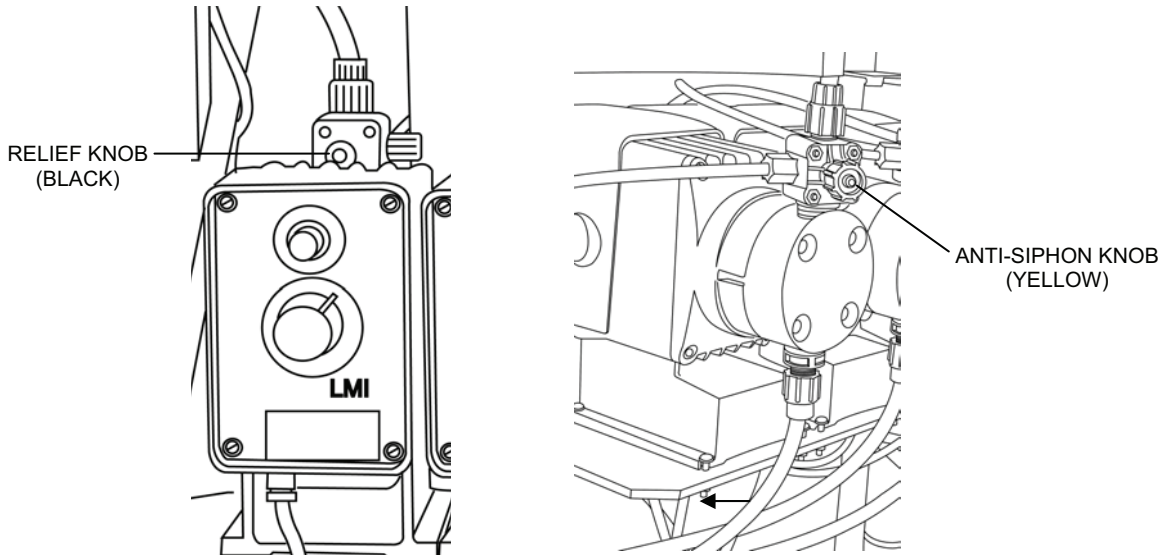

Figure 2. Chemical Pump Relief and Anti-Siphon Knobs.
a. Turn the relief knob (black knob) ¼ turn either direction and pull out the anti-siphon knob (yellow knob) and hold it out for 5-10 seconds (see Figure 2).
f. Turn the relief knob (black) and the anti-siphon knob (yellow) on the four-function valve 1/4 turn to the normal position (see Figure 2).
d. Turn the relief knob (black knob) of the four-function valve 1/4 turn (see Figure 2).
f. A small amount of solution will begin to discharge out the return tubing of the four-function valve. Once this happens, turn the relief knob another ¼ turn (black knob – see Figure 2)